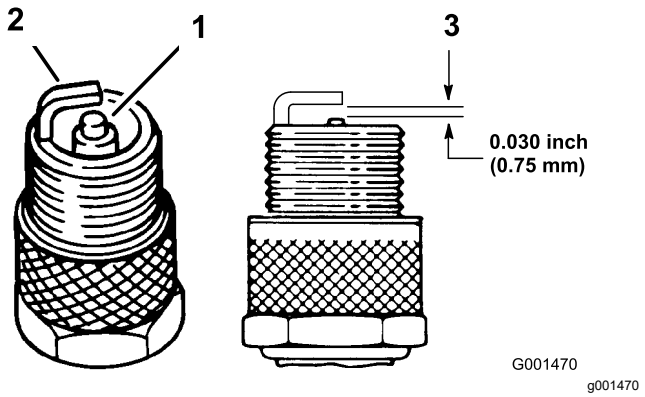

**Figur 41**
4. Kontrollera att inte sidoelektroden, mittelektroden och mittelektrodsisolatorn är skadade (Figur 41).
5. Kontrollera att luftgapet mellan mitt- och sidoelektroderna är 0,762 mm. Se Figur 41.